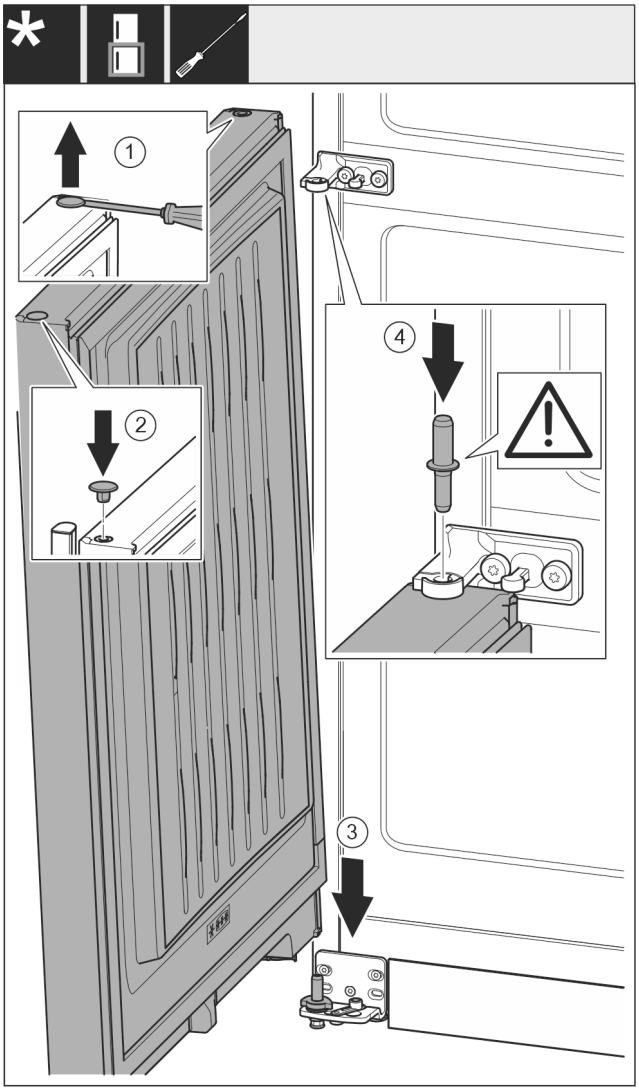

Fig. 23
▶ Levante con cuidado el tapón *Fig. 23 (1)* con un destornillador de punta plana y extráigalo.
▶ Vuelva a colocar el tapón *Fig. 23 (2)* en el otro lado de la puerta.
▶ Coloque la puerta *Fig. 23 (3)* en el perno del cojinete inferior desde arriba.
▶ Inserte el perno del cojinete central *Fig. 23 (4)* a través del soporte del cojinete central en la puerta inferior. Asegúrese de que la leva de bloqueo apunte hacia atrás.